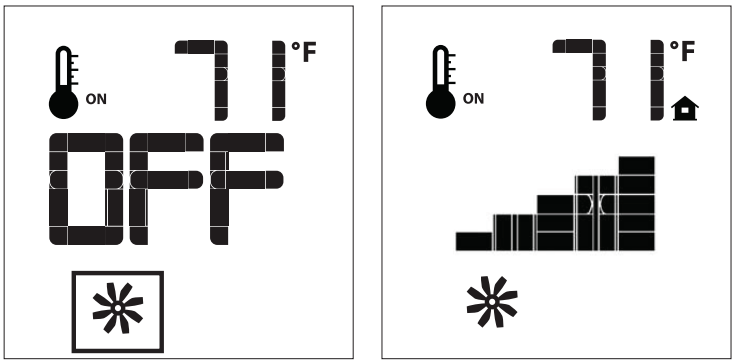

Figure 13: Fan Control
The Q1LI comes with a convection fan that can be controlled with the Transmitter. The fan speed can be adjusted thorugh six (6) speeds. To control the fan press the MODE key (Figure 5) to index to the fan control icon (Figure 13). Use the UP/DOWN arrow keys to turn on, off, or adjust the fan speed (Figure 13). A single beep from the IFC will confirm the command has been received